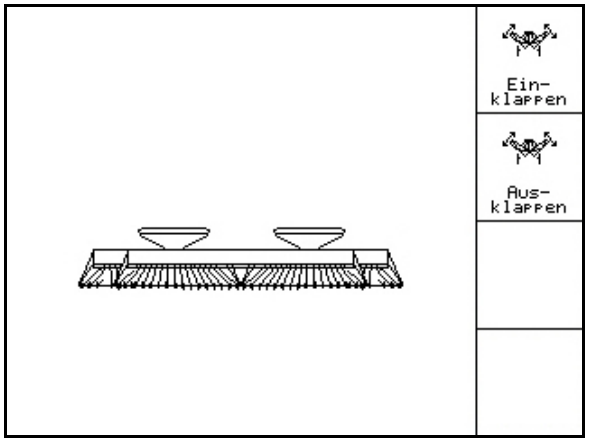

**Fig. 57**
- Skift til undermenuen Klapning (Fig. 57).